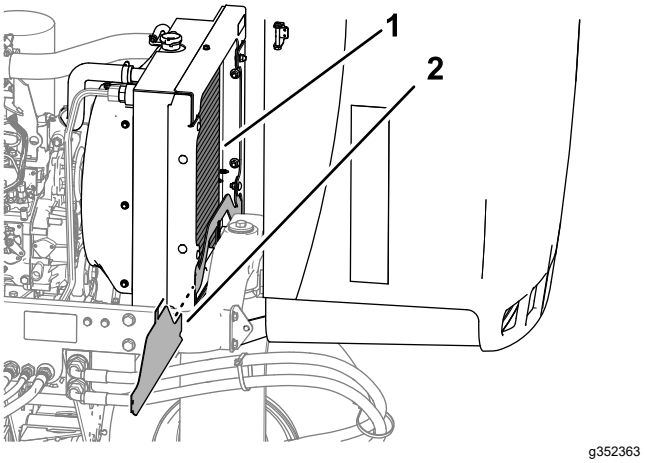

Figuur 72
4. Verwijder het onderste radiateurscherm (Figuur 72).
5. Reinig beide zijden van de omgeving van de radiateur grondig met water of perslucht (Figuur 72).